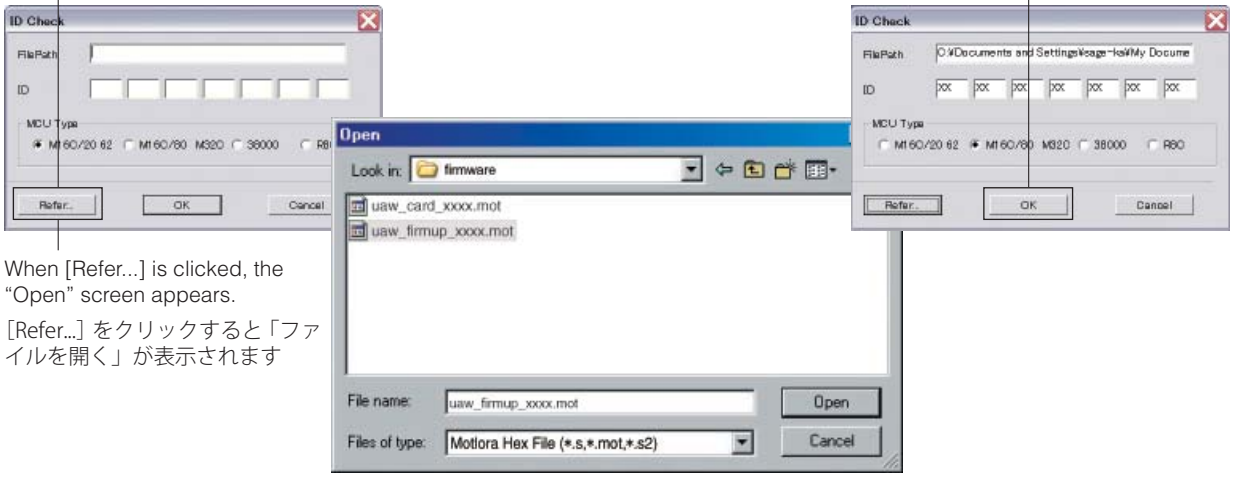

Fig. 4
6. Click [Refer...] and select the firmware name. (Fig. 4)
* The ID code and MCU type are loaded automatically when the file is selected. (Fig. 4)
Click [OK]. (Fig. 4)
6. [Refer...] をクリックし、書き込むファームウェアを選択します。（Fig. 4）
※ ID、および MCU Type は書き込みファイル選択後、自動的に取り込まれます。（Fig. 4）
[OK] をクリックします。（Fig. 4）